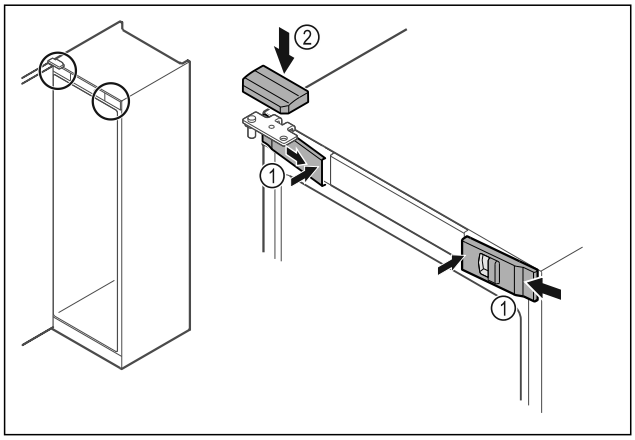

*Fig. 48 **
▶ Hook in the front covers *Fig. 48 (1)* on the side and snap them into place on the inside.*
▶ Snap on the top cover *Fig. 48 (2)* from above.*